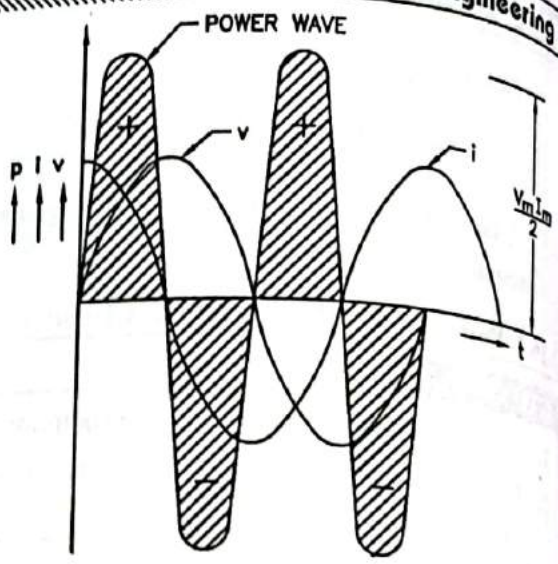

FIG. 2.41 : WAVEFORMS OF $v$, $i$ AND $p$
- This fact is graphically illustrated in Fig. 2.41. Here we observe that in a purely capacitive circuit, the average power demand from supply is zero.